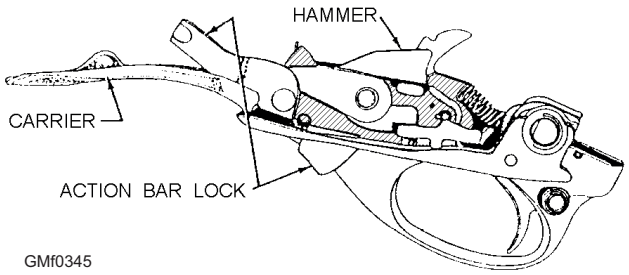

**Figure 3-45.—M870 trigger plate assembly.**
**MAGAZINE LOAD**.—Push the safety to the SAFE position. Slide the fore-end completely forward to close the action. Turn the gun bottom upward and press the shell against the carrier, then forward fully into the magazine. Make sure the rim of the shell snaps past the shell latch to prevent the shell from sliding back over the carrier. Should this occur, open the action or, if necessary, remove the trigger plate assembly (fig. 3-45), if the gun is cocked, to remove the shell.